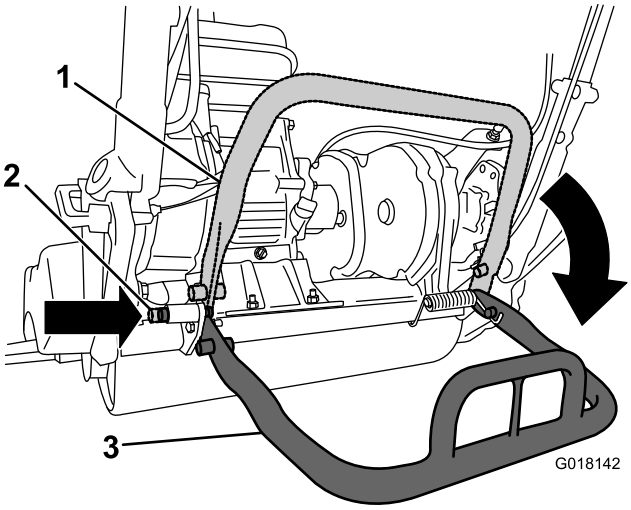

Figuur 3
2. Laat de kickstandaard zakken en druk de borgpen in om de kickstandaard in de onderhoudsstand te borgen (Figuur 3).